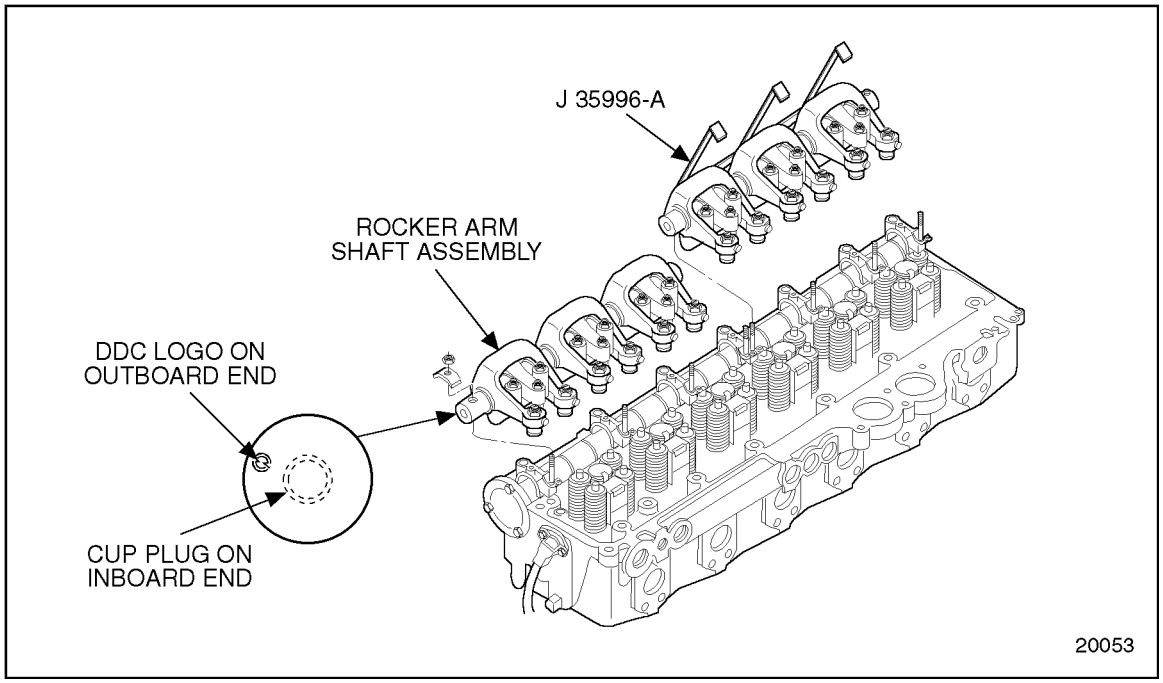

Figure 1-61 Rocker Arm Shaft Identification Mark
1. Install new cup plugs with tool, J 36326, until they are 1.0-1.3 mm (0.040-0.050 in.) below the surface of the shaft. See Figure 1-61.